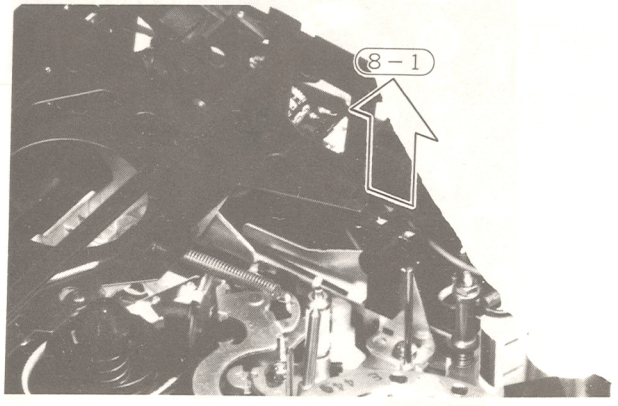

Fig. 25 End Sensors
8. Supply and take-up end sensors (Fig. 25)